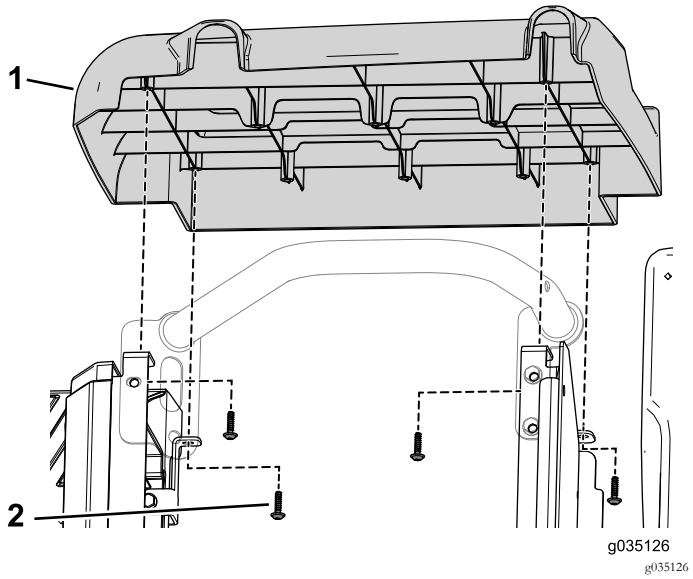

Figura 54
3. Rimuovete le 4 viti autofilettanti che fissano la copertura laterale destra alla macchina (Figura 54).